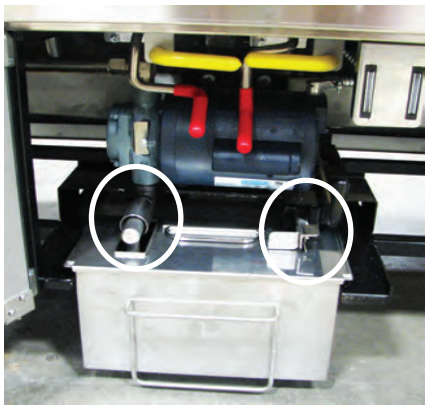

图9
9. 将滤盘总成推回到油炸机下方，确保滤管与油炸机下方附件连接良好。图 9
10. 确保放油盘止挡已合上，此时油炸机已做好正常运行准备。图9